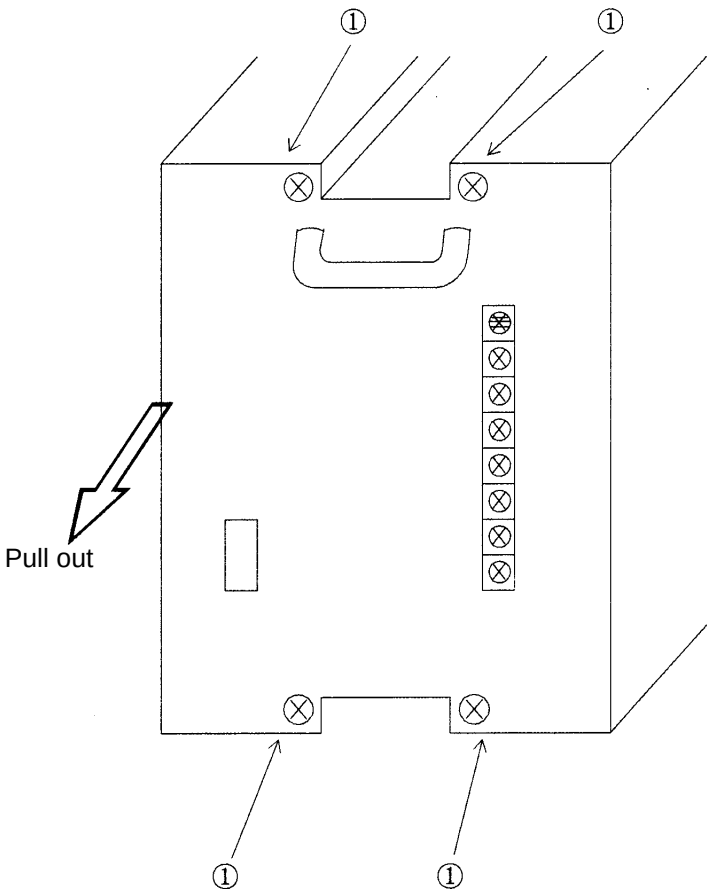

Figure 4-7 Power Unit Removing
(2) Remove the four screws-shown in Figure 4-7.
(3) Remove the power supply.